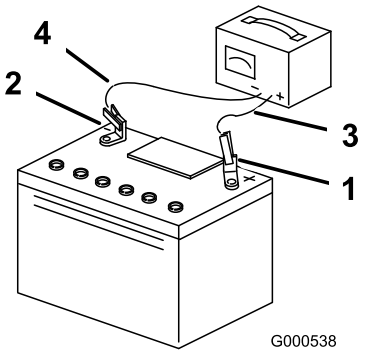

Figur 40
3. När batteriet är fulladdat ska laddaren kopplas bort från eluttaget först, och sedan ska laddningskablarna lossas från batteripolerna (Figur 40).